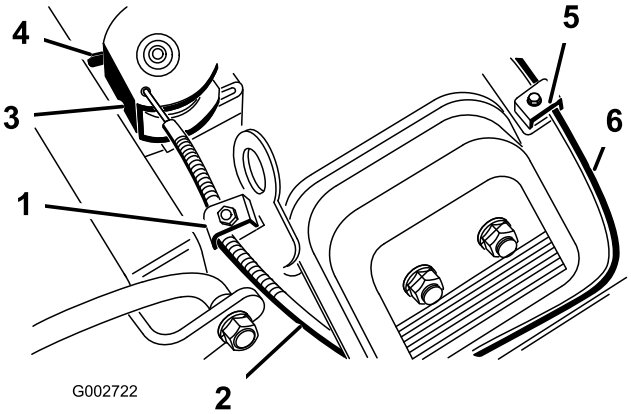

**Figur 37**
2. Lossa skruven på kabelklämman som fäster kabeln vid motorn (Figur 37).
4. Dra i gasvajern tills lekarens baksida rör vid stoppet (Figur 37).
4. Dra i chokevajern (Figur 37) tills chokeregleringsspjället är helt stängt, dra sedan åt skruven på kabelklämman.